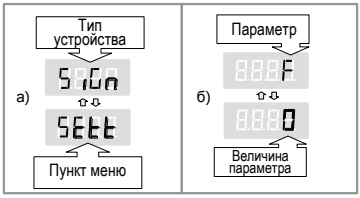

Рисунок 15
3.7.6.1 Пункты меню отображаются на дисплее (рисунок 15а). Для перемещения по пунктам меню кратковременно нажимайте кнопки: *правую* – к следующему, *левую* – к предыдущему. Для открытия пункта меню используется длительное нажатие на любую кнопку, после чего будут отображаться параметры (рисунок 15б). Перемещение по параметрам осуществляется аналогично – кратковременными нажатиями кнопок.